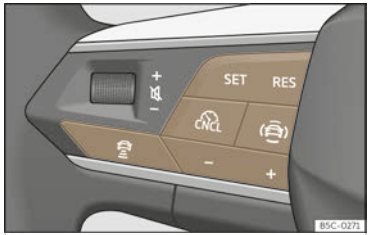

Fig. 141 On the multifunction steering wheel: buttons for operating the ACC.
- Press the button on the multifunction steering wheel >>> **Fig. 141**.
- To start regulation, press the **SET** button >>> **Fig. 141**.
- Press the button and then **+** or **–** button >>> Fig. 141.
- Briefly press button >>> Fig. 141 or press the brake pedal.